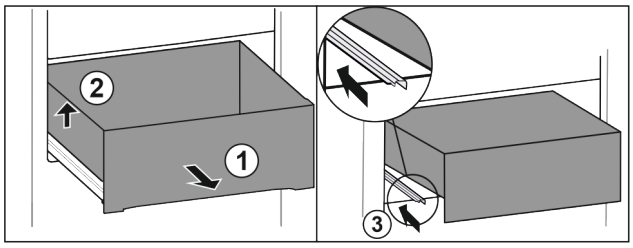

Fig. 47
▶ Pull out drawer as far as it will go. *Fig. 47 (1)*
▶ Lift drawer on the left. *Fig. 47 (2)*
▶ Slide in left rail. *Fig. 47 (3)*